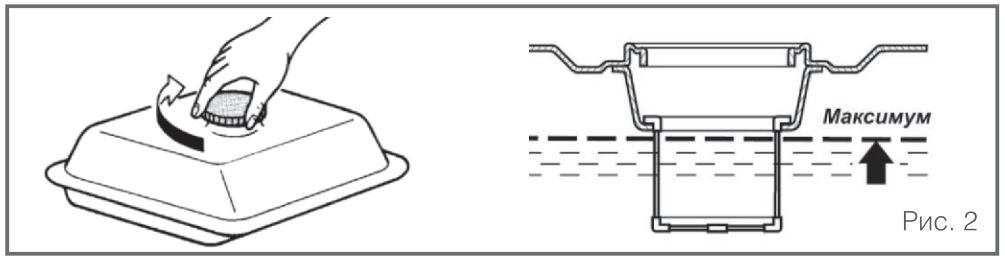

Рис. 2
- При заправке убедитесь в наличии фильтра (сеточки) в горловине топливного бака (См. Рис.2).